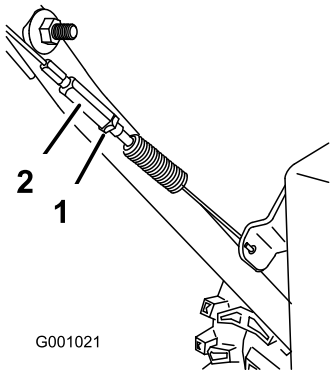

Figur 44
3. Stram låsemutteren (Figur 44).